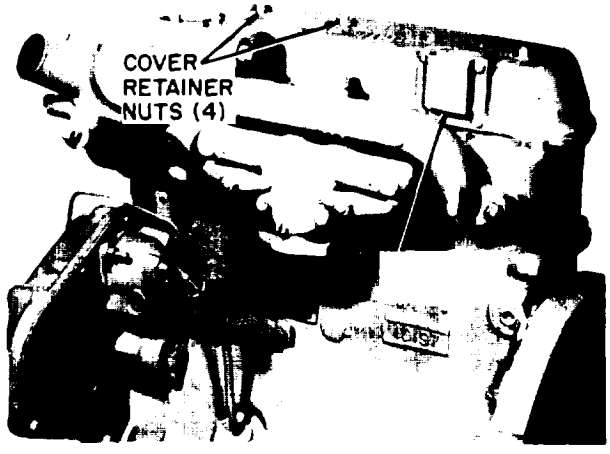

Figure 5-8. Rocker Arm Cover
a. Refer to figure 5-8 and remove the rocker arm cover retainer nuts and the rocker arm cover.